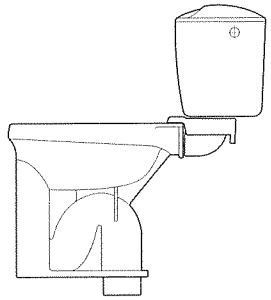

Рис.2
-ун. тарельчатый с прямым выпуском без цельноотлитой полочки (рис. 2),